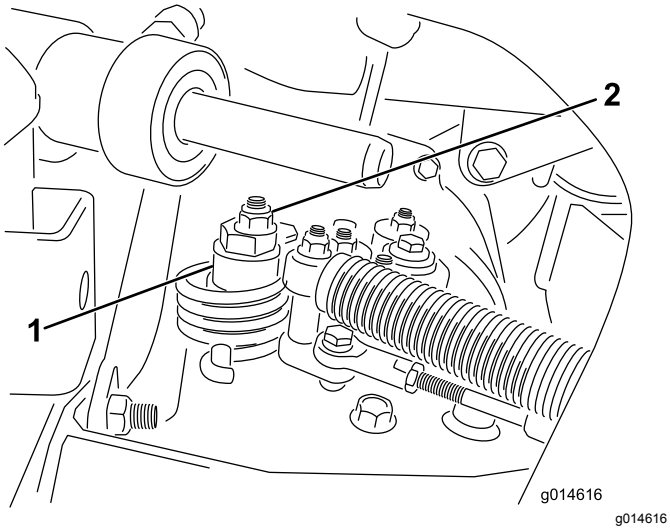

Figur 32
A. Løsne mutteren som fester eksenteren til toppen av hydrostaten (Figur 32).
C. Stram eksenteren til den ikke beveger seg i noen retning. Når hjulet ikke lenger roterer, må du stramme mutteren som låser eksenteren og justeringen (Figur 32). Kontroller justeringen med gassen i SAKTE- og HURTIG-stillingen.